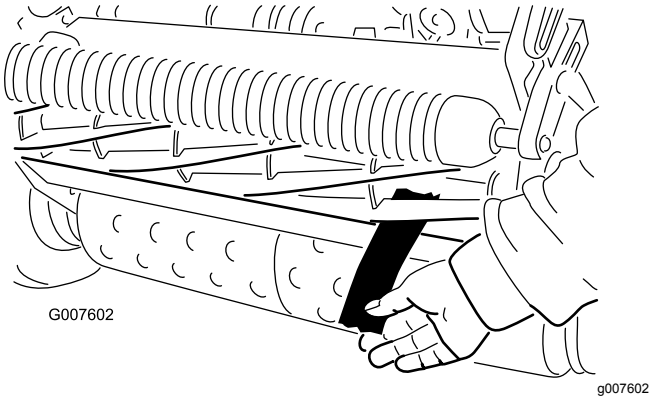

Figur 53
12. Test klippeegenskapene ved å legge inn en lang remse med testpapir loddrett til motstålet mellom spolen og motstålet (Figur 53). Drei spolen sakte fremover, slik at det klipper papiret.